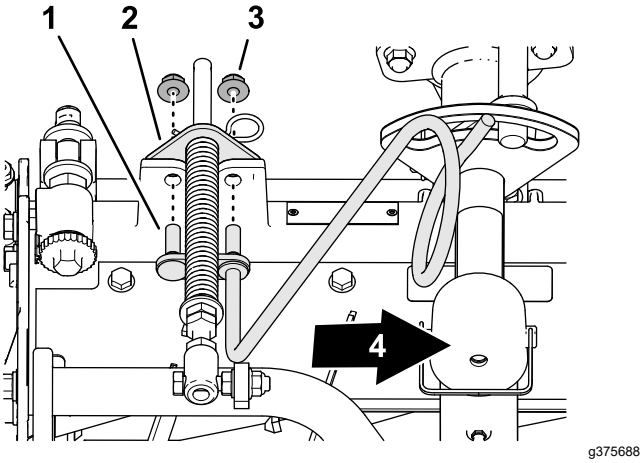

Рисунок 14
3. Совместите шпильки правой направляющей шланга с отверстиями в раме режущего блока и кронштейне компенсатора состояния грунта (Рисунок 14).